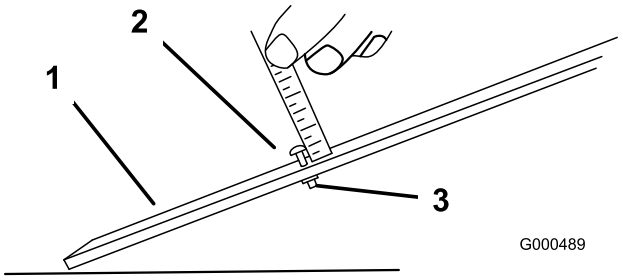

Rysunek 48
3. Poluzuj nakrętkę na pręcie wskaźnika (Rysunek 48) i ustaw śrubę regulacyjną na wymaganą wysokość cięcia. Odległość między spodem łba śruby a czołem pręta stanowi wysokość cięcia.